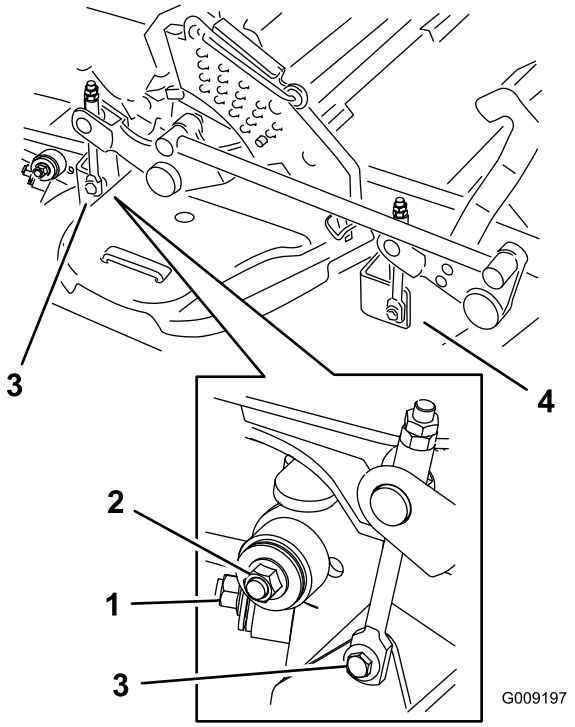

Figure 96
8. Enlevez et mettez de côté les fixations des deux côtés du plateau, comme montré à la Figure 96.